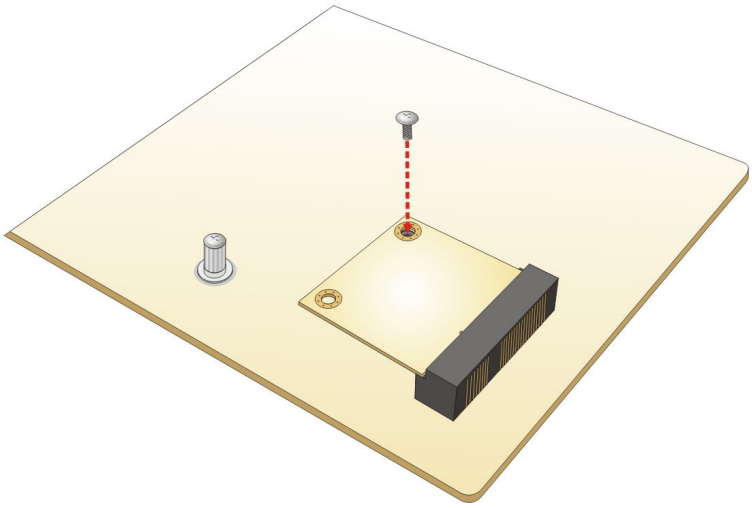

Figure 4-13: Securing the Half-size PCIe Mini Card
Step 4: **Secure the half-size PCIe Mini card**. Secure the half-size PCIe Mini card with the supplied retention screw (**Figure 4-13**).